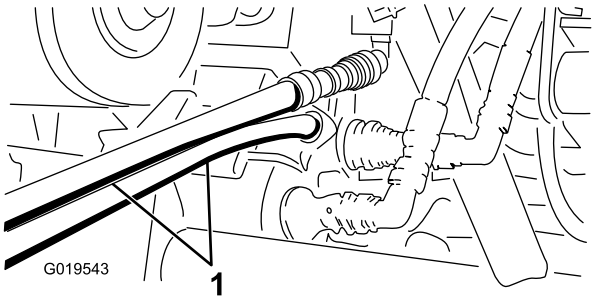

**Figur 77**
5. På den anden maskine: Forbind de to slanger med koblingen, der stadig sidder i koblingsholderen (forbind topslangen med topkoblingen og bundslangen med bundkoblingen) (Figur 77).